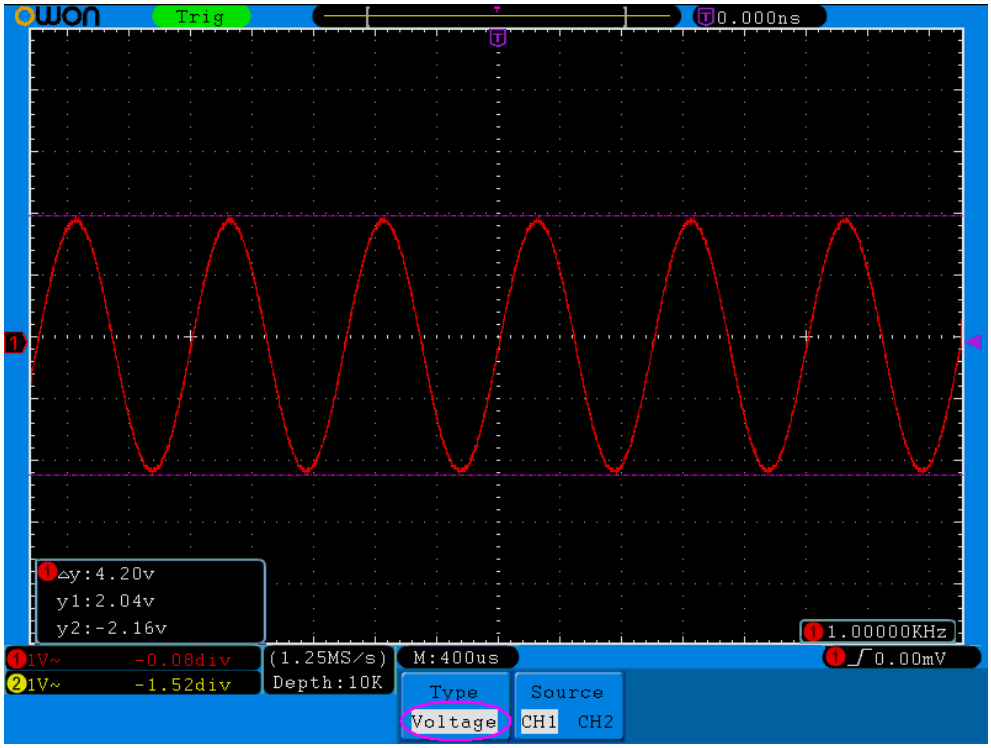

Рисунок 5-62 Использование курсоров для измерения напряжения
4. Переместите курсоры 1 и 2 в нужное положение в соответствии с формой сигнала с помощью регуляторов **VERTICAL POSITION**; в окне слева внизу экрана будут отображаться значение напряжения между курсорами 1 и 2, а также значения напряжения, соответствующие положениям курсоров (см. рис. 5-62).